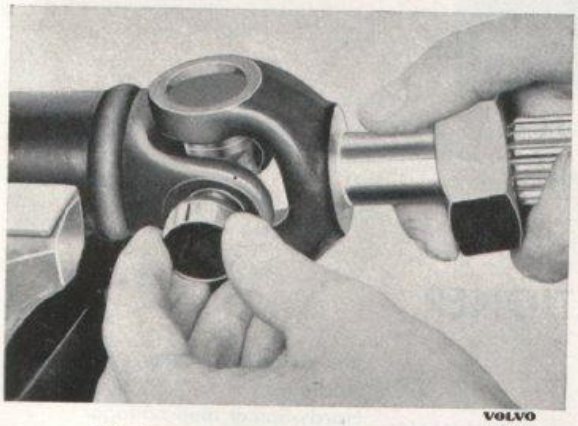

Bild 4-7. Montering av axelkors och nållager
2. Skjut över axelkorset åt ettdera hållet så långt att nållagret kan skjutas på tappen, se bild 4-7. Pressa därefter in nållagret så långt att låsringen kan monteras.